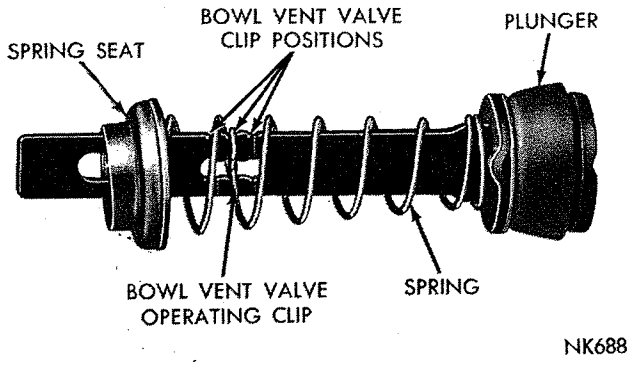

*Fig. 12—Accelerator Pump Assembly*
(1) Assemble pump plunger, spring and spring seat, as shown in (Fig. 12). Slide plunger shaft through opening in air horn. Install bowl vent valve over plunger shaft, then engage with pump rocker arm.